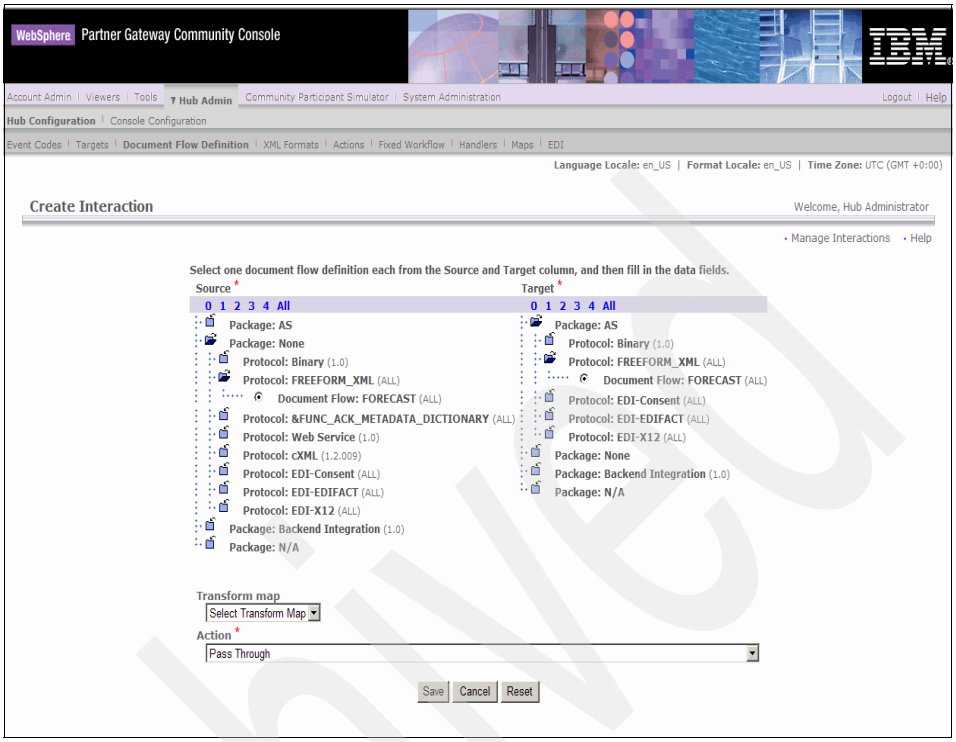

Figure 10-12 Creating an interaction from None to AS for FREEFORM_XML
5. Repeat the same steps to create the reverse interaction, from None/FREEFORM_XML/FORECAST to AS/FREEFORM_XML/FORECAST. This interaction is shown in Figure 10-12 on page 295. Again set Action to **Pass Through** and click **Save**.